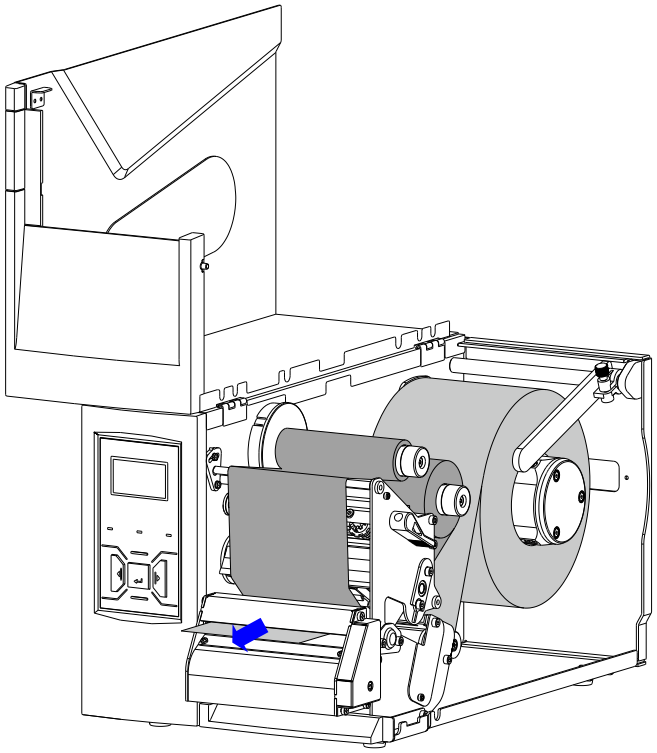

Figure 2-21 Load the media
3. Load the media, please refer to 2.2.4.2 Tear-off Mode. Thread the media through the opening on the cutter as shown in Figure 2-21.